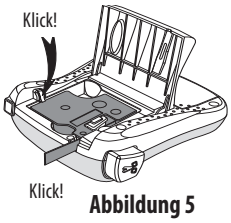

Abbildung 5
3. Drücken Sie fest, bis die Kassette einrastet. Siehe Abbildung 5.